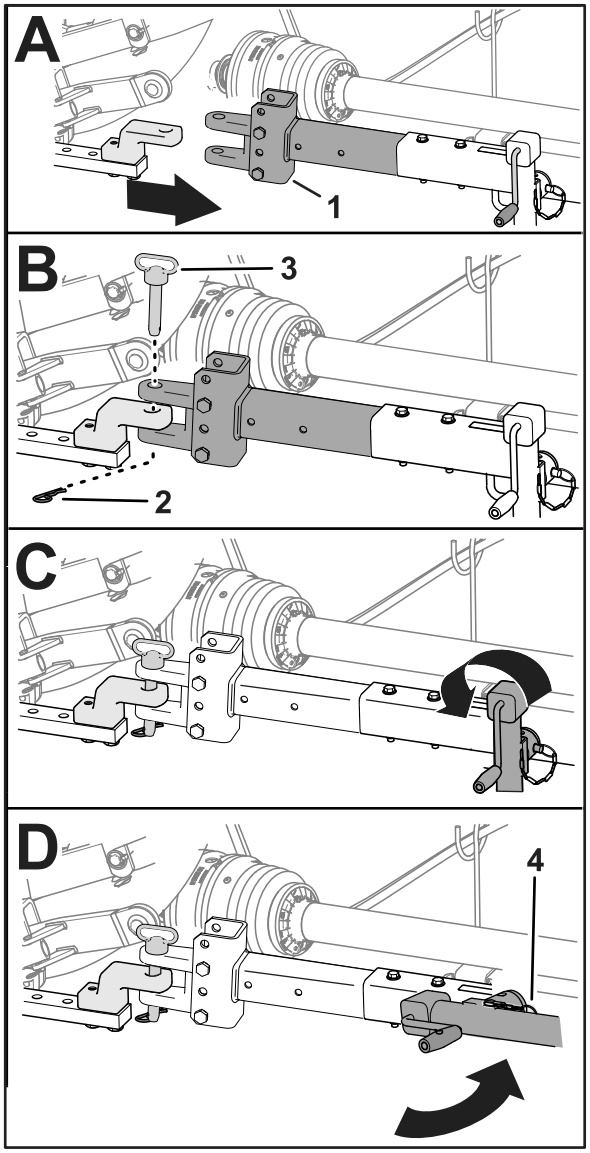

Figuur 29
- Als uw maaier een sleepstang met pen heeft, plaatst u de koppelpen door de openingen in de sleepstang en de trekstang en bevestigt u de pen met de R-pen (Figuur 29).
6. Breng de steun volledig omhoog (Figuur 29).
7. Verwijder de pen waarmee de steun is bevestigd aan de sleepstang, draai de steun horizontaal en bevestig de steun aan de sleepstang met de pen (Figuur 29).